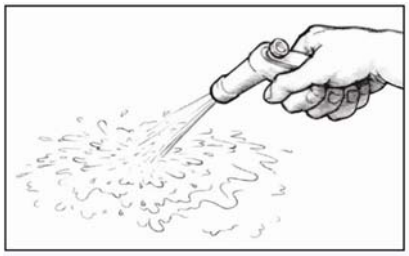

Рис. 33. После шлифовки промойте поверхность пресной водой.
4. Когда вы будете удовлетворены текстурой и ровностью поверхности, промойте её пресной водой, которая должна равномерно течь по поверхности, без «рыбьих глаз». Если вода образовывает капли на поверхности (признаки загрязнения), протрите поверхность насухо бумажными полотенцами, снова шлифуйте (влажная шлифовка) пока все капли не будут удалены *(Рисунок 33).*